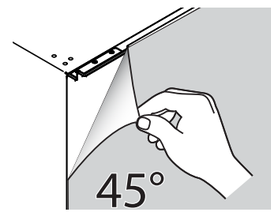
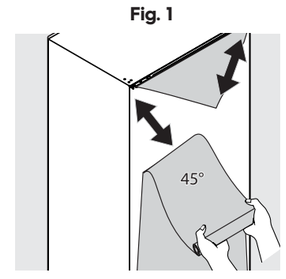

Fig. 1
Fig. 2
1. Peel the protective film from the upper RH and LH corners downward at a 45° angle (Fig. 1). Continue tearing diagonally across the door in a downward motion until you remove the protective film in a "V" pattern on the door (Fig. 2).